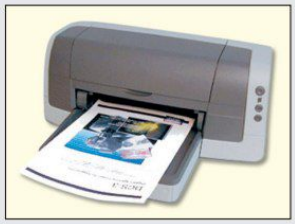

Bild 1: Tintenstrahldrucker
1. Welche Argumente sprechen bei einem Beratungsgespräch für den Einsatz eines Laserdruckers anstatt der Verwendung eines Tintenstrahldruckers **(Bild 1)**?